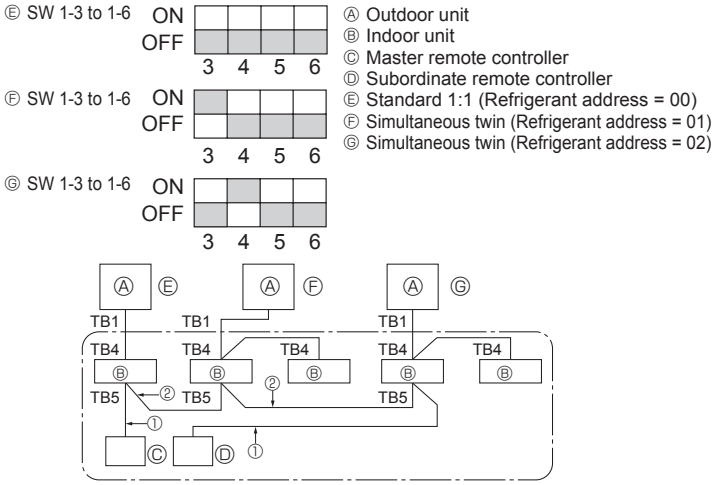

Fig. 9-1
9. System control (Fig. 9-1)
9. Contrôle du système (Fig. 9-1) 11